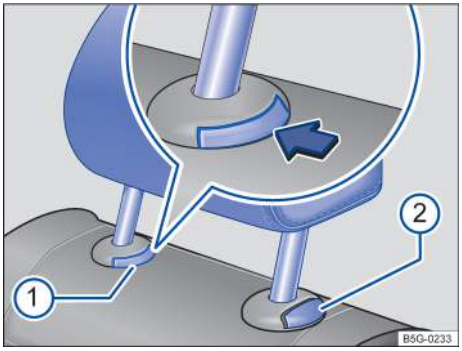

Fig. 73 Removing the rear head restraints.
— Push button → fig. 73 ① in the direction of the arrow and hold it in this position.
— Push the head restraint down while pressing button → fig. 73 ②.